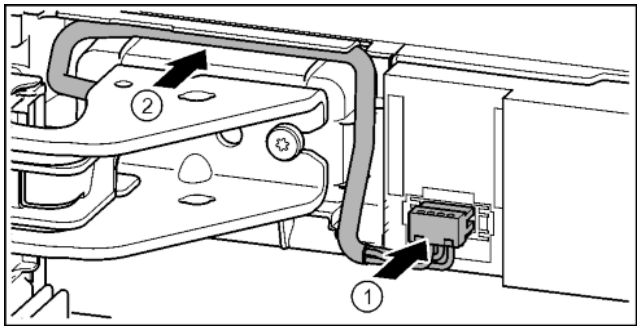

Fig. 37
▶ Engage the plug above the upper bearing bracket and carefully place the cable strands into the channel. *Fig. 37 (1)*
▶ Carefully position the grey cable in the guide above the top bearing bracket. *Fig. 37 (2)*